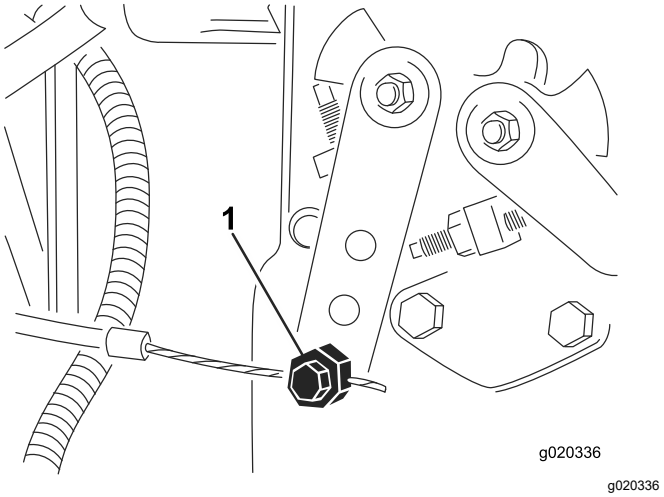

Figur 75
3. Løsn gaskabelforbindelsesdelen på indsprøjtningspumpens løftearm (Figur 75).